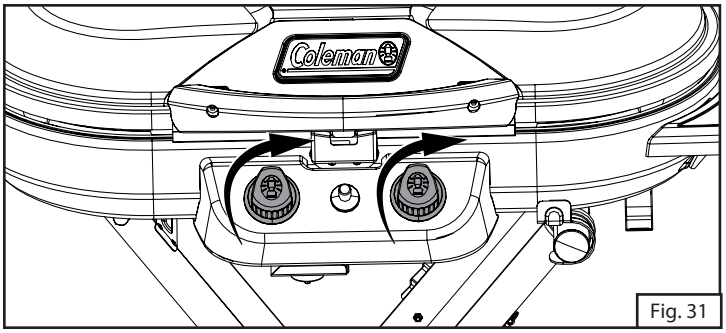

Fig. 31
1. Cierre las dos perillas de mando. (Fig. 31)